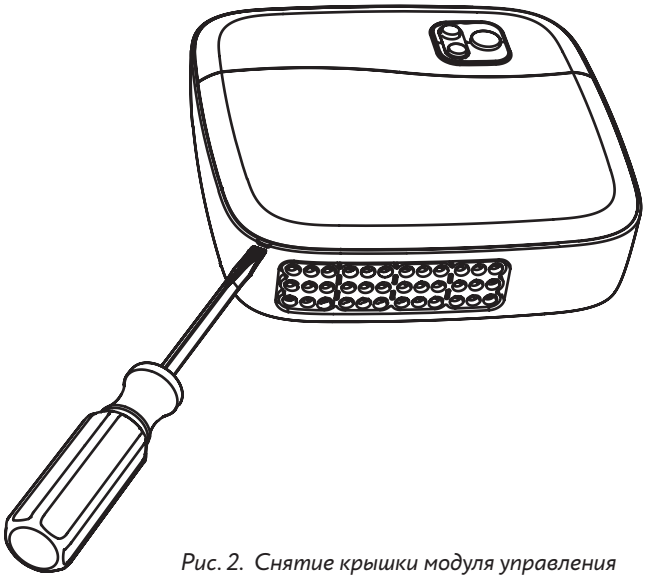

Рис. 2. Снятие крышки модуля управления
1. Снимите лицевую крышку модуля управления, поддев ее отверткой с плоским шлицом (рисунок 2, 3);